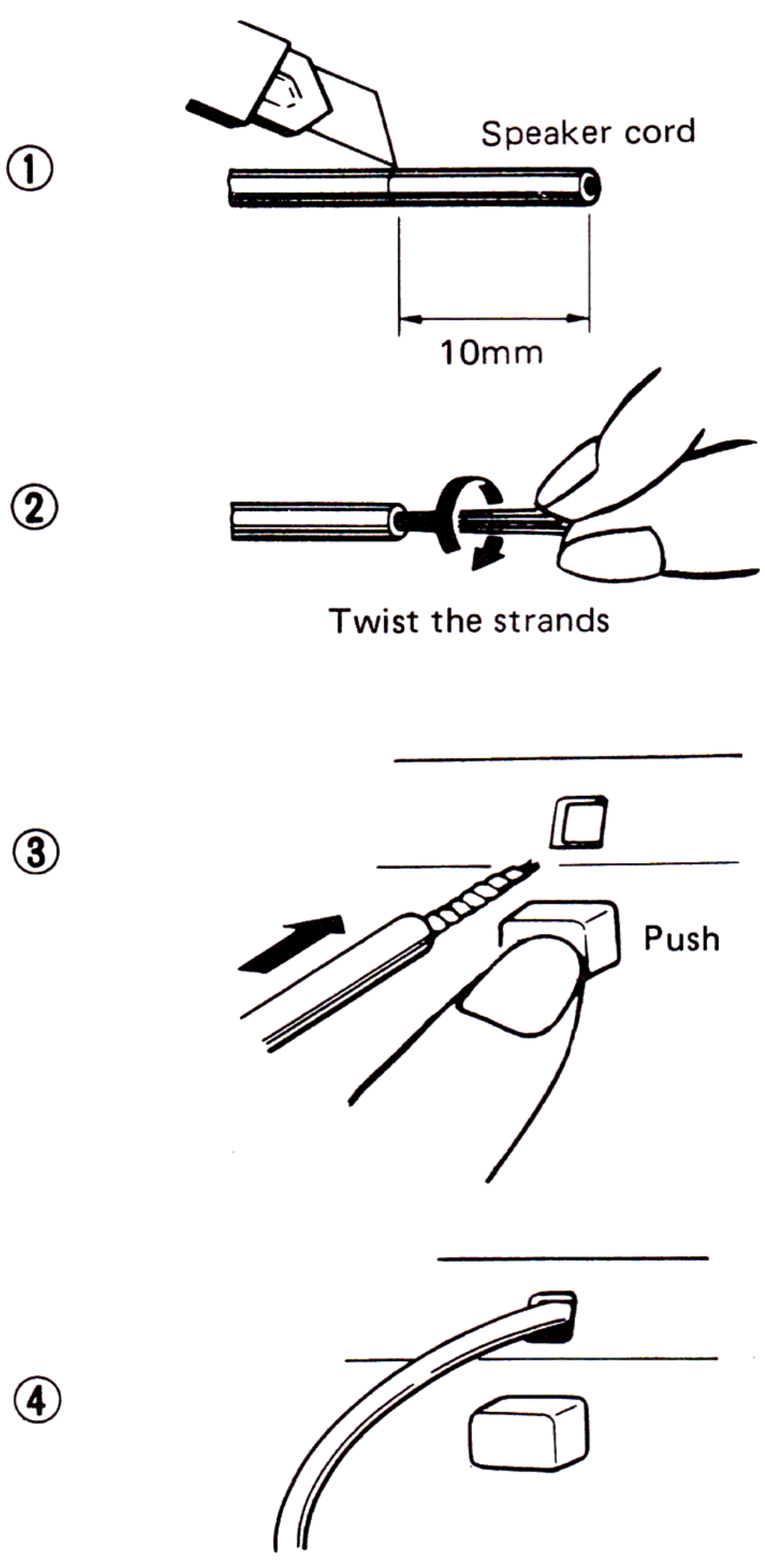

Fig. 2
Processing and connecting the speaker cords (Fig. 2)
1. Cut off the covering of the speaker cords as shown in Fig. 2-①.
The lead is locked into position when the button is released. Check that the lead is connected firmly (Fig. 2-③).